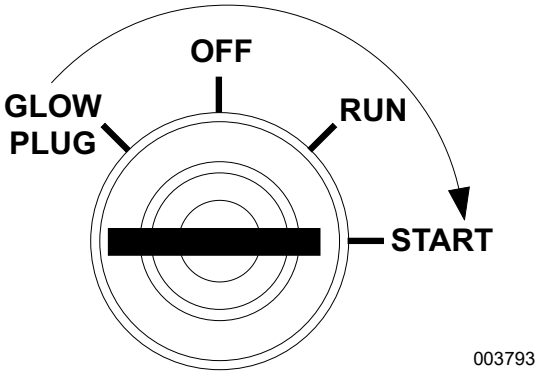

*Figure 3-6. Crank Engine*
3. See ***Figure 3-6***. Turn the key to the right START position and hold it until the engine cranks and starts running.